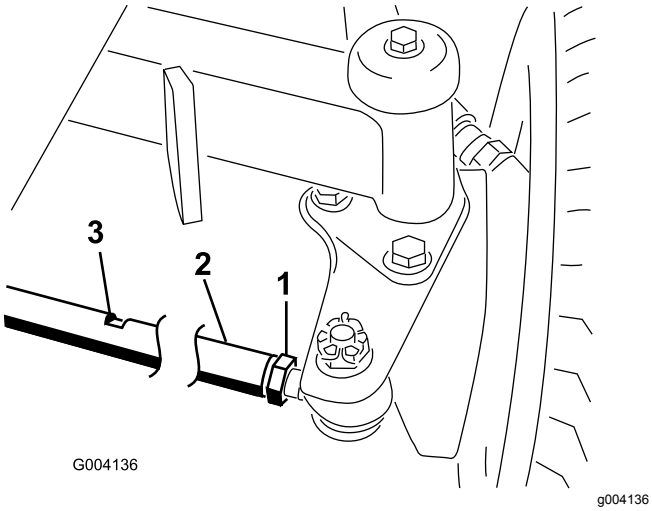

Figur 55
2. Løsne låsemutteren på begge ender av parallellstaget (Figur 55).